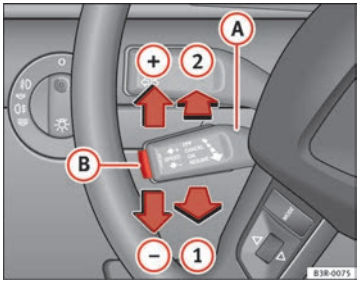

Abb. 143 Bedienungselemente der Geschwindigkeitsregelanlage
– Ziehen Sie den Hebel (A) in Position ⇒ Abb. 143 (1), um die Anlage einzuschalten.
– Drücken Sie kurz auf die Drucktaste (B). ▶
– Drücken Sie den Hebel (A) nach oben in Richtung ⇒ Abb. 143 (+).
– Drücken Sie den Hebel (A) nach unten in Richtung ⇒ Abb. 143 (-).
– Durch kurzes Drücken des Hebels (A) nach oben in Richtung ⇒ Abb. 143 (+) wird die gewünschte Geschwindigkeit um etwa 2 km/h erhöht.
– Durch kurzes Drücken des Hebels (A) nach unten in Richtung ⇒ Abb. 143 (-) wird die gewünschte Geschwindigkeit um etwa 2 km/h verringert.
Falls beim vorübergehenden Ausschalten keine gewünschte Geschwindigkeit gespeichert war, können Sie eine neue gewünschte Geschwindigkeit wie folgt speichern: Fahren Sie mit der gewünschten Geschwindigkeit und drücken Sie dann kurz die Drucktaste ⇒ Abb. 143 (B) (SET).
– Drücken Sie den Hebel (A) ⇒ Abb. 143 in Position (2) (gerastet).